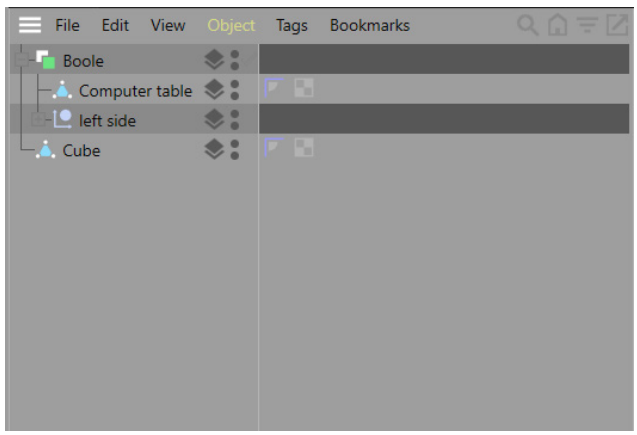
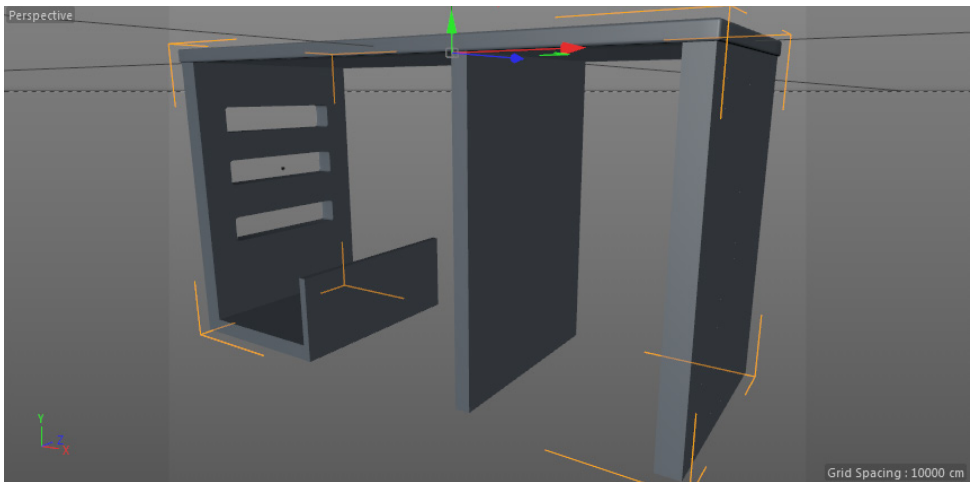

Figure 3-24 *Boole connected to Computer table*
Figure 3-25 *The holes created in the side support of the Computer table*
18. In the Object Manager, press and hold the left mouse button on *Computer table* and drag it on *Boole*; the *Computer table* is connected to *Boole* in the Object Manager, as shown in Figure 3-24 and holes are created in *Computer table*, as shown in Figure 3-25.